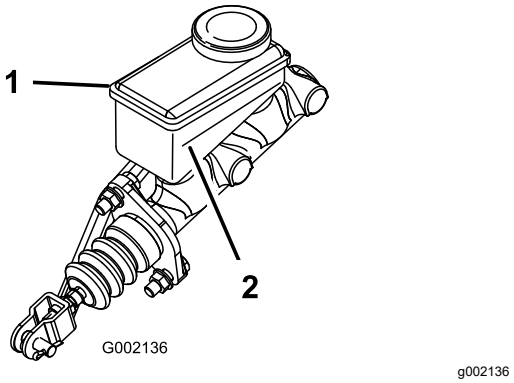

Figur 68
5. Kig på omridset af væskestanden på siden af beholderen (Figur 68).
B. Fyld DOT 3-bremsevæske i beholderen, indtil væskestanden er over minimumslinjen (Figur 68).